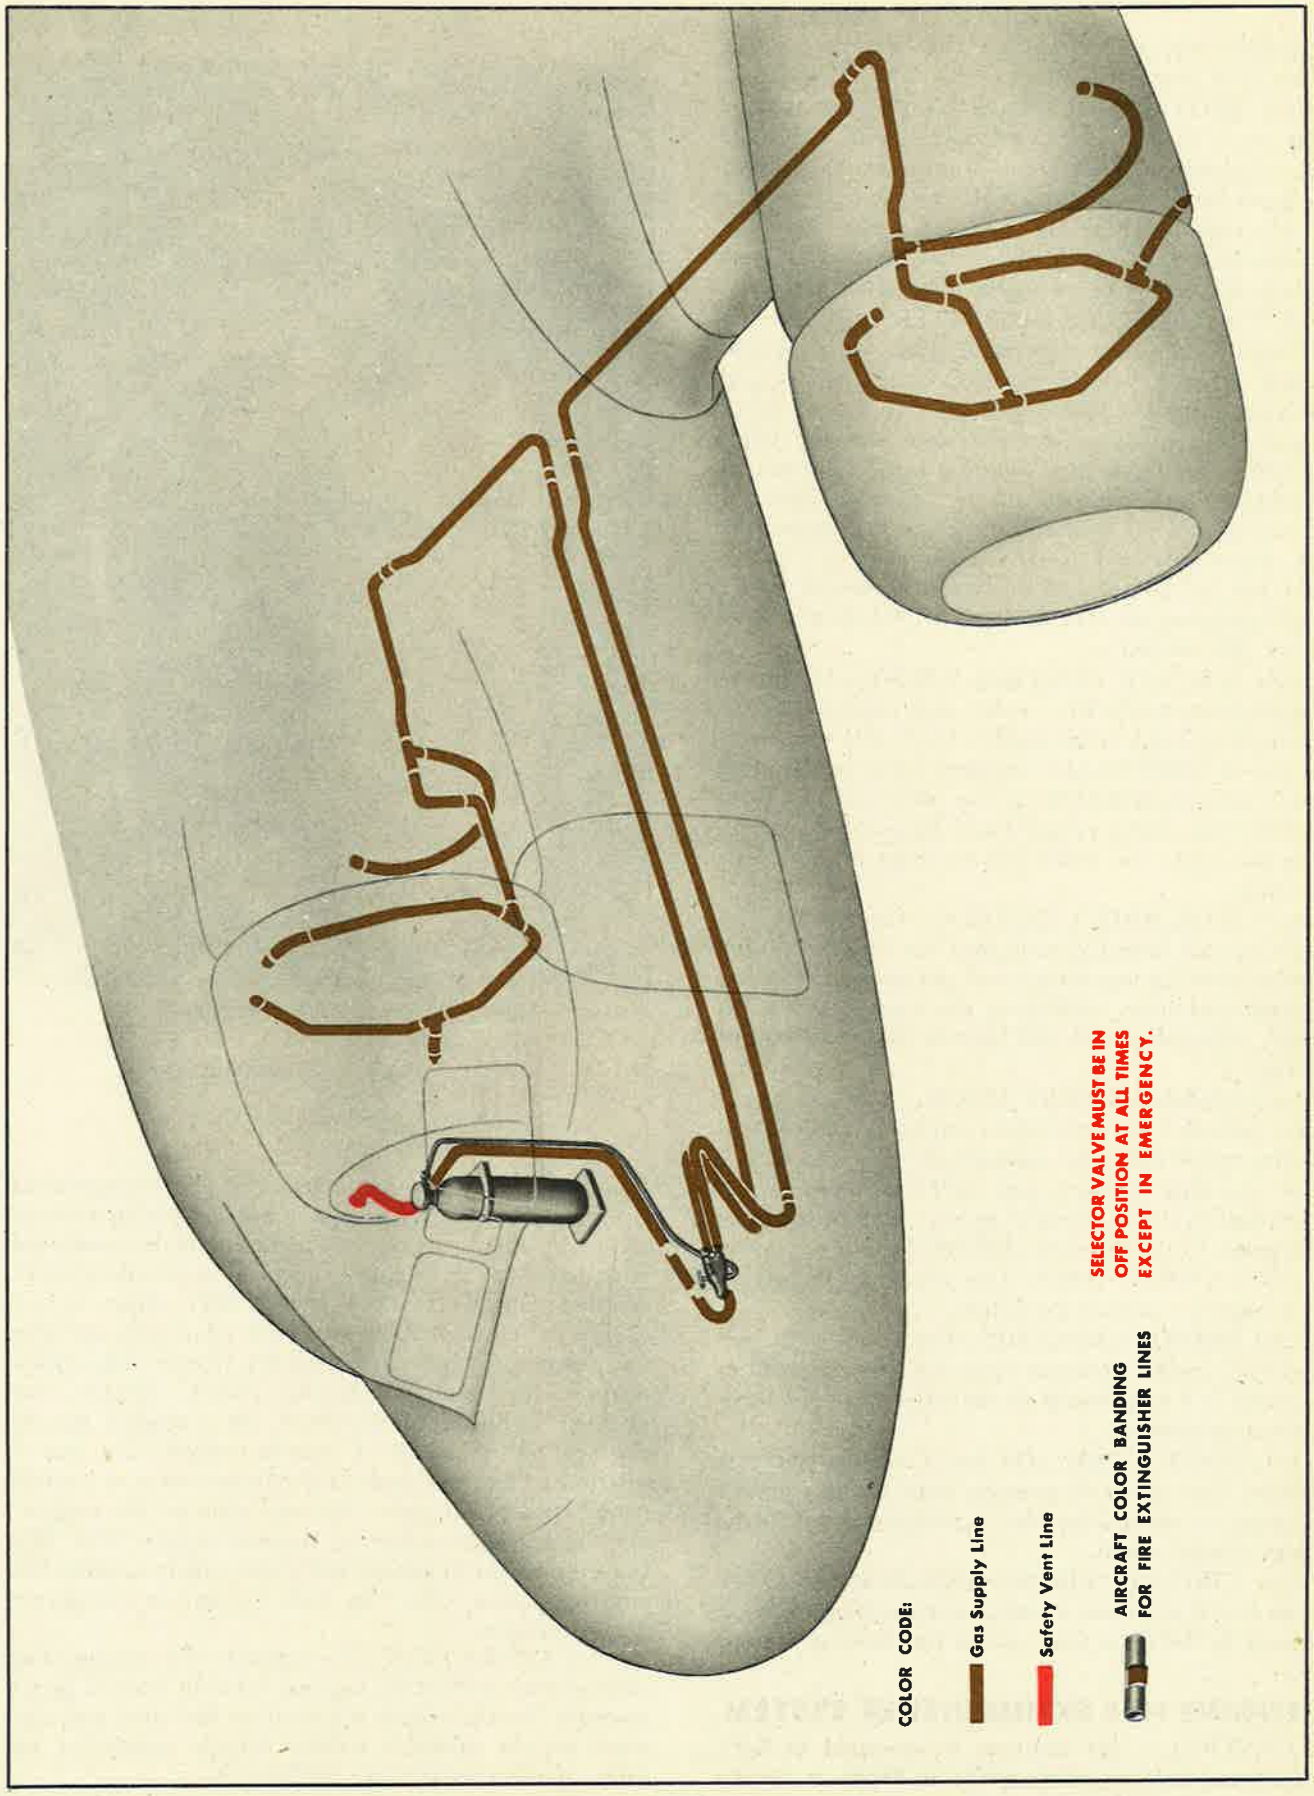
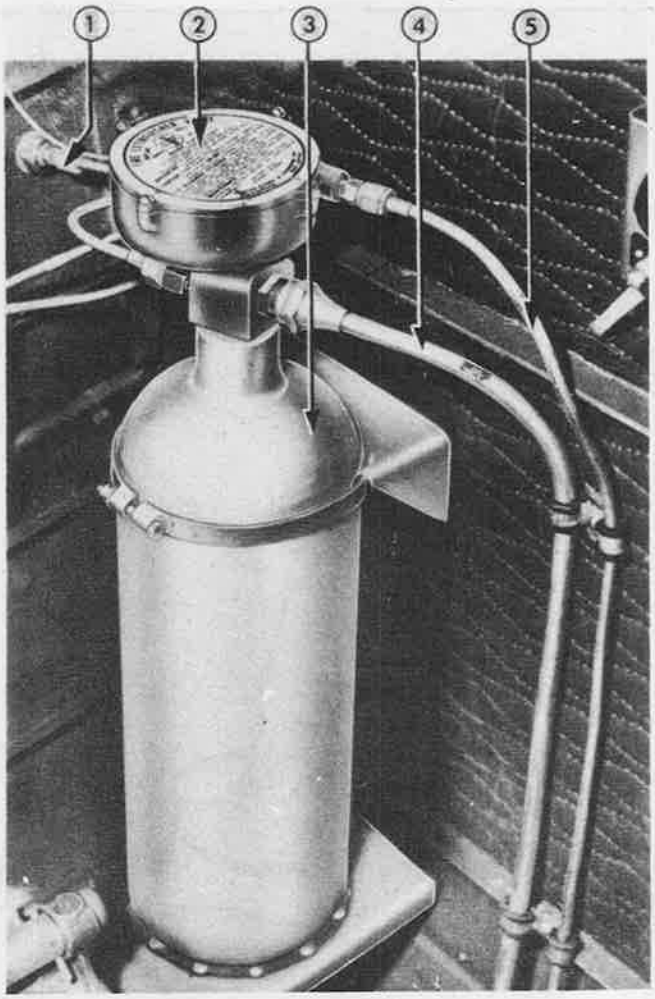
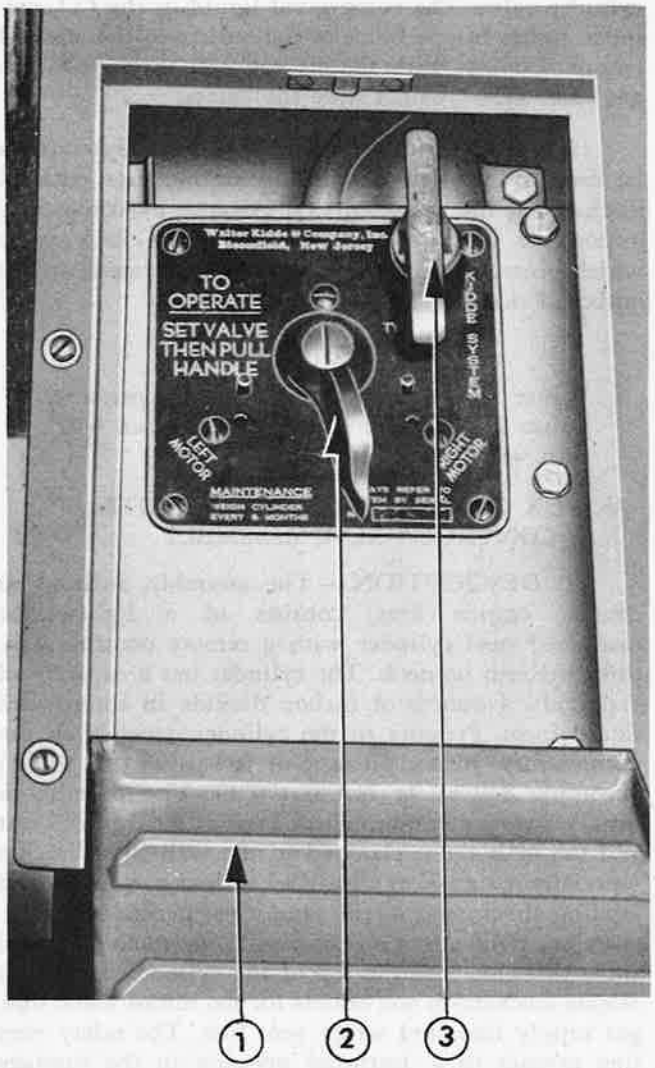

Figure 520—Engine Fire Extinguisher System
Figure 521—CO_2 Cylinder Installed
Figure 522—Engine Fire Extinguisher Operating Panel
a. GENERAL.—This airplane is equipped to fight engine fires instantaneously while in flight or on the ground. A fire in either engine can be extinguished from the pilot's compartment by two simple operations. A fire in other parts of the aircraft can be combated with hand fire extinguishers provided in pilots' compartment and in fuselage (figure 521). Heart of the engine fire extinguishing system is a Lux CO_2 cylinder and remote control valve assembly (figure 522) which provide the flame-smothering carbon dioxide, the pressure required to distribute the liquefied gas to engines, and a means of remote control. The gas is distributed by lines from CO_2 cylinder valve to control panel assembly (figure 520), and then to the engines via the fuselage and wing tunnels (figure 520). The lines terminate in perforated loops which encircle the engines (figure 520). The ends connect to carburetor hot air adapter.
(1) DESCRIPTION.—The assembly, which permits remote release and distribution of the CO_2, consists of a control panel, an engine selector valve (figure 522) which routes the carbon dioxide to either engine, the control handle for the manual operation of the system, and a protective hinged cover. The assembly is installed in the pilot's compartment, flush with the floor between the pilot and copilot seats.
(2) REMOVAL.